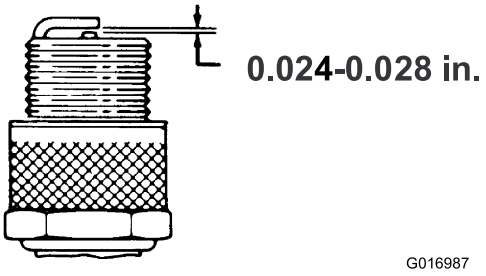

Figur 27
3. Sørg for, at gnistgabet er indstillet korrekt (Figur 27).